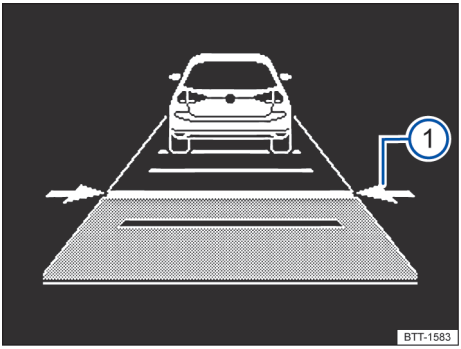

Fig. 99 No display do instrumento combinado: ajustar a distância (representação esquemática, o ACC regula).
O display do instrumento combinado exibe o nível ajustado → Fig. 99 (1). Observar os requisitos para a distância mínima específicos.